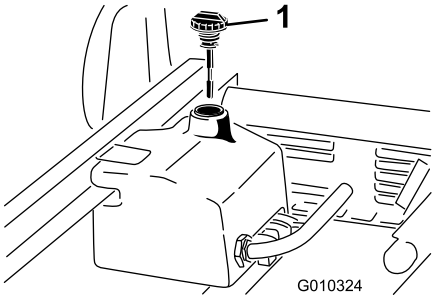

Figur 19
1. Rengjør rundt påfyllingshalsen og lokket på tanken for hydraulisk olje (Figur 19). Ta lokket av påfyllingshalsen.
2. Fjern peilestaven (Figur 19) fra påfyllingshalsen, og tørk av den med en ren fille. Før peilestaven ned i påfyllingshalsen før du tar den ut og kontroller oljenivået. Oljenivået må være mellom de to merkene på peilestaven.